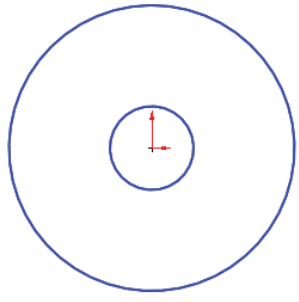

Figure 2-26 *Sketch after drawing the circles*
6. Similarly, draw a circle of radius 4.25 units. Note that the center points of both the circles are at the origin. The sketch after drawing the circles should look similar to the one shown in Figure 2-26.